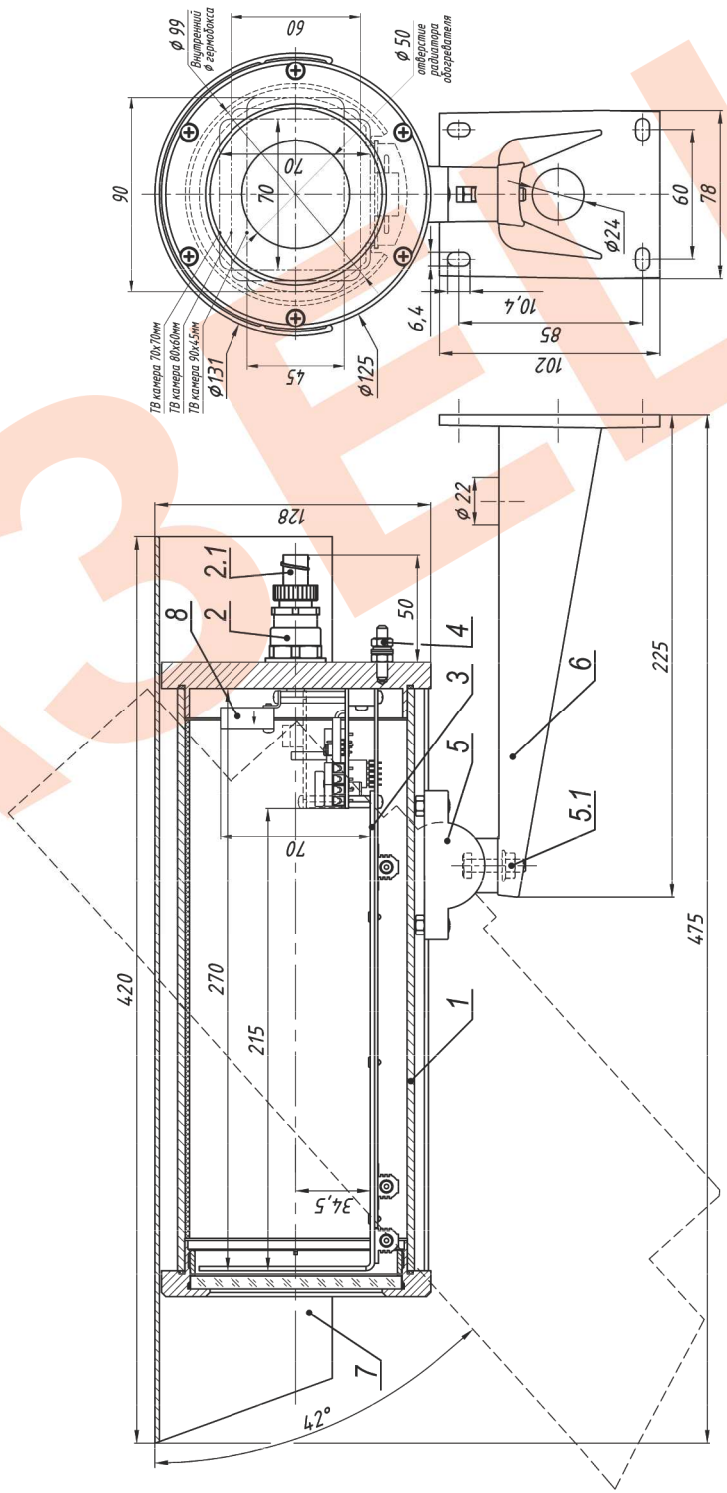

Рис.1 Состав и габаритно-установочные размеры ТГБ-4Г Ex
2. Выдвинуть модуль видеокамеры (поз.3 рис.1) из кожуха.
9. Обеспечить защиту кабелей во взрывоопасной зоне металлорукавом. Металлорукав фиксируется на гермовводе с помощью держателя металлорукава (поз.2.1 рис.1).
10. Ослабив гайку болта фиксации шарнира (поз.5.1 рис.1), установить термокожух на нужное направление обзора, после чего надежно зафиксировать шарнир затянув гайку.
11. Заземлить термокожух с помощью клеммы заземления (поз.4 рис.1).
В состав изделия входят (см. рис.1):